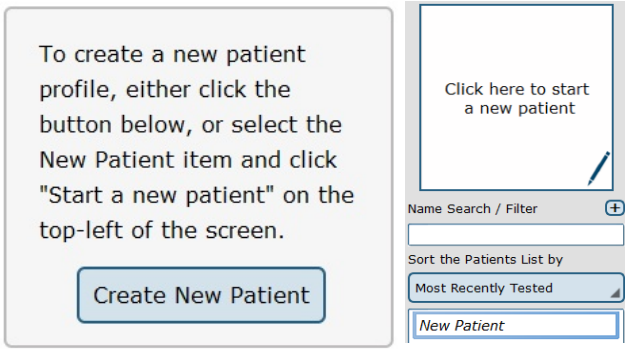

Figure 14 : Créer de nouveaux patients.
1. Cliquez sur le bouton Nouveau patient au centre de l'écran tout de suite après vous être connecté au système et être arrivé sur l'écran d'accueil du clinicien. Vous pouvez également sélectionner Nouveau patient sur la liste des patients, puis cliquer sur le carré Cliquez ici pour créer un nouveau patient (situé dans le coin supérieur gauche de l'écran). Les deux options sont présentées sur la Figure 14.